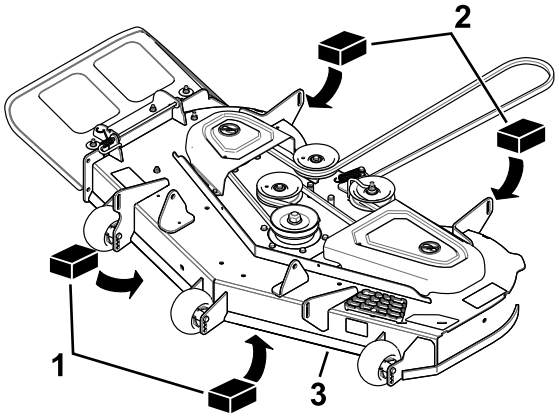

Figur 73
3. Plasser to blokker, med en tykkelse på 6,6 cm hver, under hver side av kanten foran på klippeenheten, men ikke under brakettene til antiskalperingsvalsene (Figur 73).
4. Plasser to blokker, med en tykkelse på 7,3 cm hver, under den bakre kanten på klippeenheten, én på hver side av klippeenheten (Figur 73).